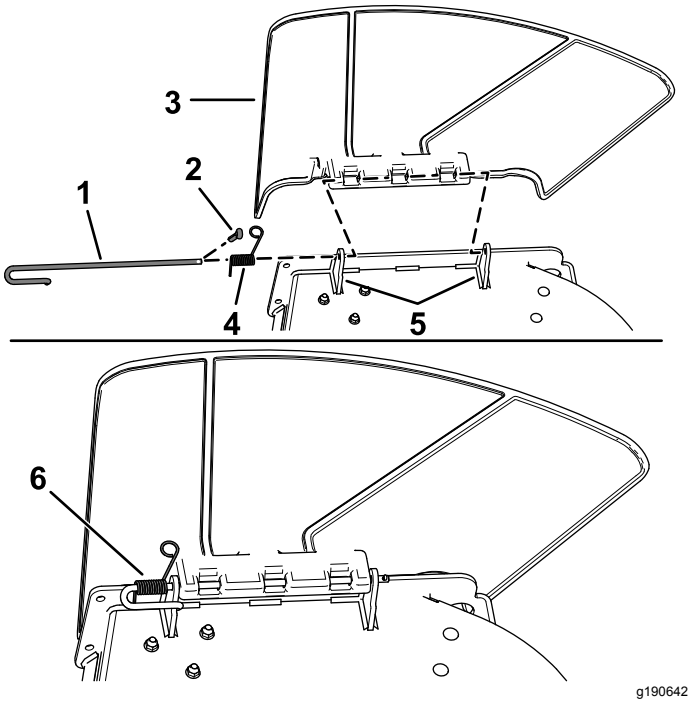

Bild 6
Splint (nur CE-Modelle), schieben Sie die Stange aus den geschweißten Mähwerkhalterungen, der Feder und der Grasleitvorrichtung (Bild 6).
2. Nehmen Sie das Ablenkblech ab (Bild 6).